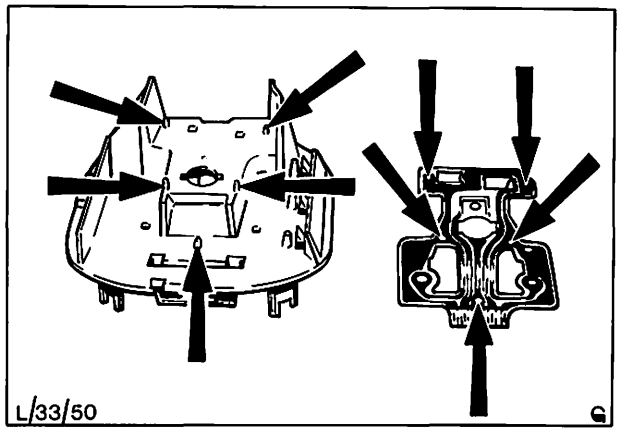

Abb. 55 Haltestifte – Kontaktplatte
7. Kontaktplatte über die 5 Haltestifte andrücken, Abb. 55.
9. Scheiben und Muttern auf die Stiftschrauben (4) der Nebeninstrumente montieren und festziehen.